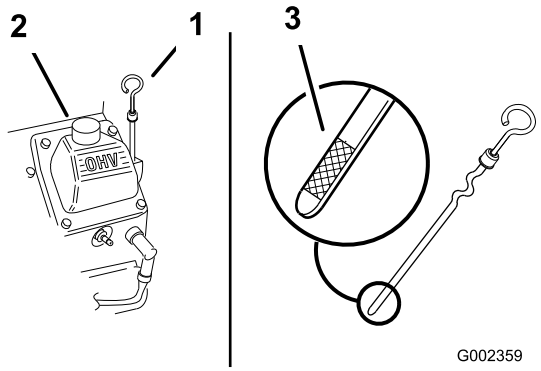

Figura 17
2. Limpe a zona em redor da vareta de óleo (Figura 17), para evitar que entre sujidade no orifício de enchimento e possíveis danos no motor.
3. Retire a vareta, limpe-a e volte a colocá-la até ser completamente introduzida (Figura 17).
4. Retire a vareta e verifique o nível de óleo na vareta. O nível do óleo deve estar acima da marca Full (Cheio) na extremidade metálica da vareta (Figura 17).
5. Se o nível de óleo se encontrar abaixo da marca Full (Cheio) da vareta, retire a tampa do tubo de enchimento (Figura 17) e adicione óleo até que o nível atinja a marca Full. **Não encha demasiado.**